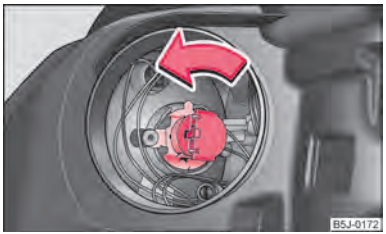

Fig. 160 Smontaggio della lampadina abbagliante
– Girare a sinistra il connettore con la lampadina fino all'arresto ⇒ fig. 160 ed estrarlo.